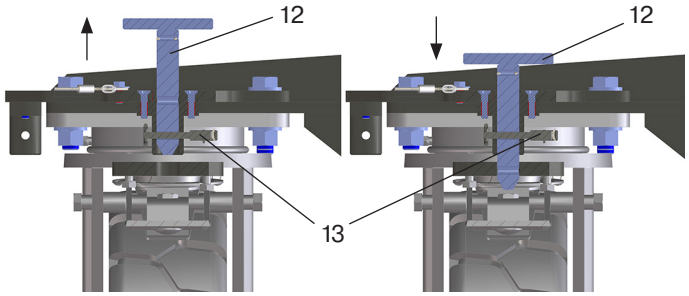

fig.6-16
Les unités de coin sont équipées, au niveau de chaque roue mobile (5), de deux logements (14) pour le dispositif de blocage directionnel (12) et d'une goupille rabattable (13). Pour protéger la roue mobile (5) dans la position souhaitée (Illustration 6-14 et 6-15) contre la rotation, le dispositif de blocage directionnel (12) est inséré dans le logement correspondant (14) et fixé par la goupille rabattable (13). Si la roue mobile correspondante (5) doit pouvoir tourner librement, le dispositif de blocage directionnel (12) est inséré dans un des deux logements (14) et arrimé avec la goupille rabattable (13) dans le logement inférieur du dispositif de blocage directionnel (12) (–> fig. 6-16).